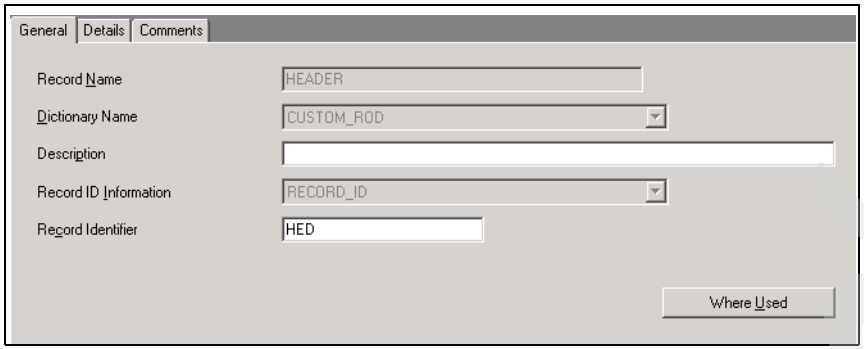

Figure 15-6 General tab of the HEADER record
8. The **General** tab of the HEADER record should appear as shown in Figure 15-6 on page 481.